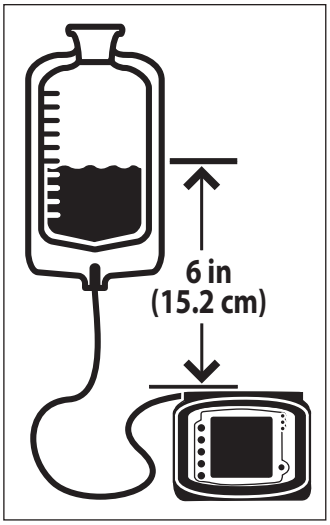

Afbeelding 4B. Juist vloeistofniveau.
4. **Hang de zak van de pompset zodanig op dat de bovenkant van het beginvolume met voedingsoplossing zich 15,2 cm (6 inch) boven de pomp bevindt, zoals weergegeven wordt in Afbeelding 4B.**
7. **De bovenkant van het beginvolume van de voedingsoplossing moet zich 15,23 cm (6 inch) boven de pomp bevinden (Afbeelding 4B).**